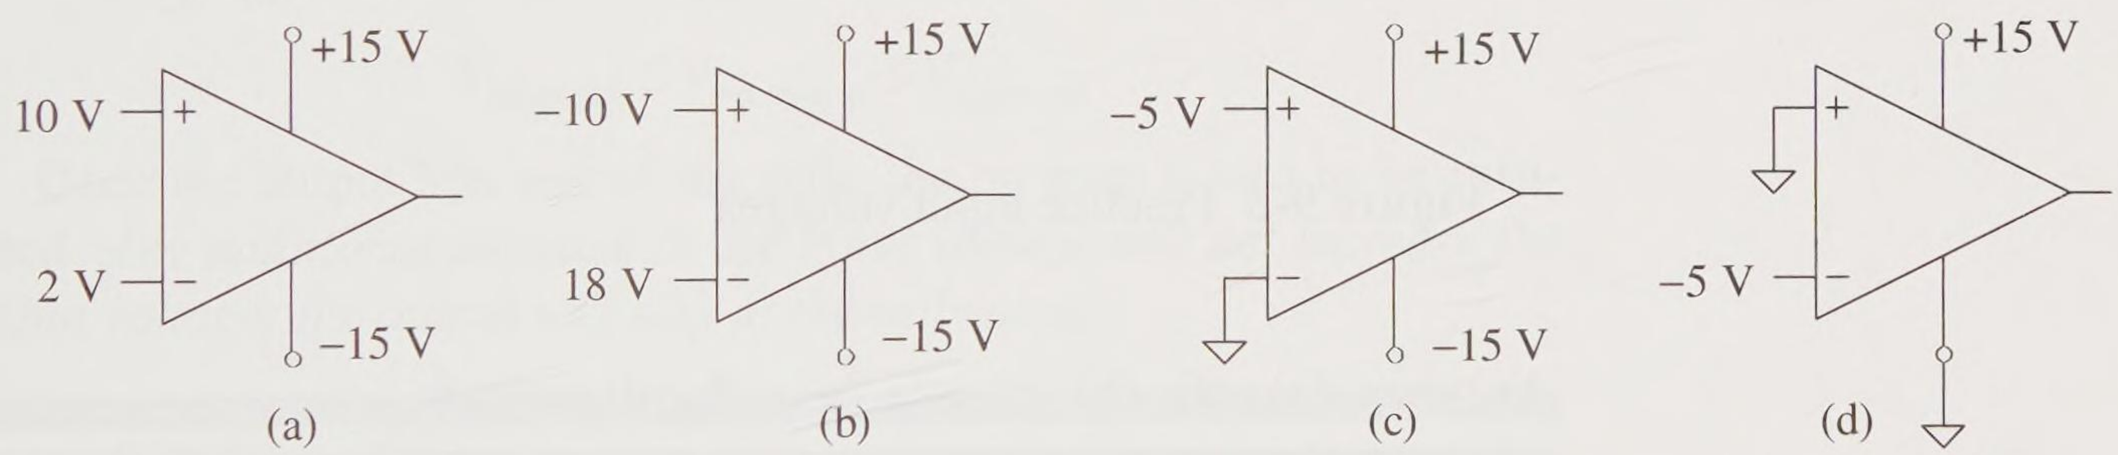

Figure 9-4 Examples of safe and unsafe inputs
Which of the following circuits in Figure 9-4 are unsafe based upon the op amp signal input voltages relative to the supplies?
a. See Figure 9-4(a). Both inputs (10 V and 2 V) are within the supply voltage range (–15 V to +15 V). The op amp is safe for the given inputs relative to the supply voltages.
b. See Figure 9-4(b). The +18 V input lies outside the supply voltage range (–15 V to +15 V), therefore, this op amp is not safe.
c. See Figure 9-4(c). Both inputs (–5 V and 0 V) are within the supply voltage range (–15 V to +15 V). The op amp is safe for the given inputs relative to the supply voltages.
d. See Figure 9-4(d). The –5 V input is outside the supply range (0 V to +15 V), therefore, this op amp is not safe.